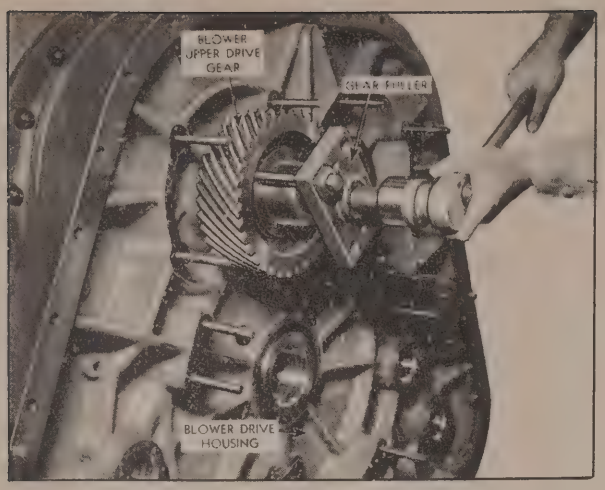

Fig. 12K
9. Using gear puller, remove blower drive gear. (See Fig. 12K.)